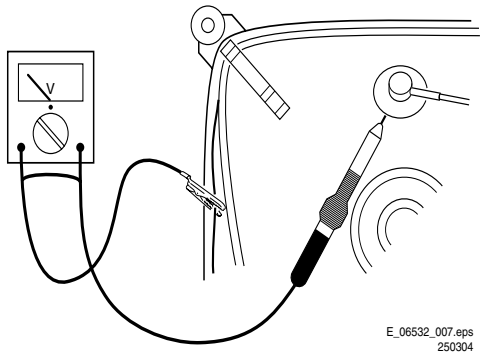

**Figure 2-1 Discharge picture tube**
- In order to prevent damage to ICs and transistors, avoid all high voltage flashovers. In order to prevent damage to the picture tube, use the method shown in Fig. 2-1, to discharge the picture tube. Use a high voltage probe and a multi-meter (position V_dc). Discharge until the meter reading is 0 V (after approx. 30 s).